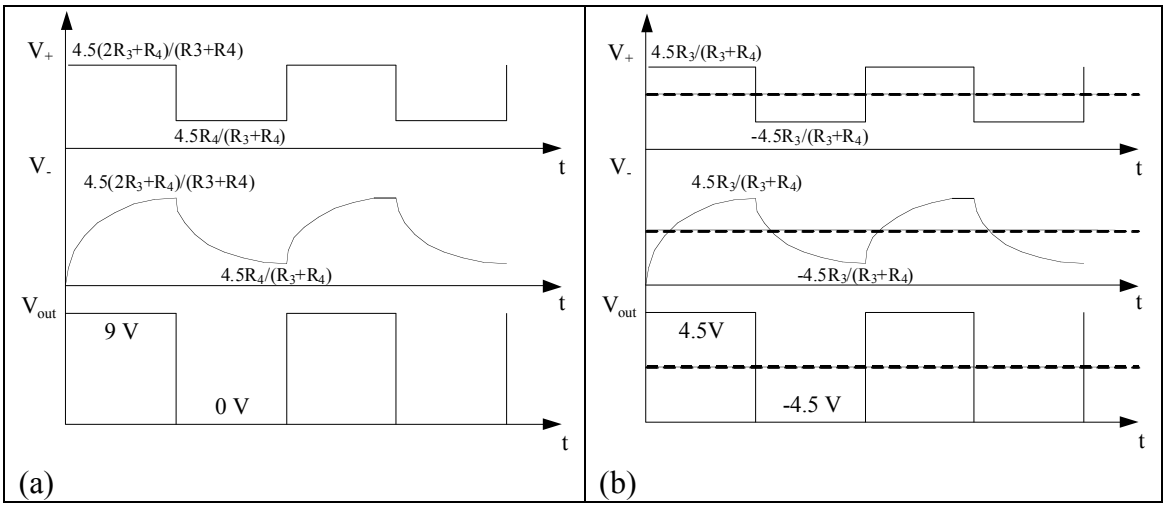

Figure 3. Waveforms of V_+, V_- and V_{out} (a) with reference of 0 V. (b) with reference of 4.5 V
Therefore, we see that the circuit is toggling between the two states, and the output voltage is either 4.5 V or -4.5 V, which forms a periodic square wave. To understand the oscillation function better, we draw wave forms at V_+, V_- and V_{out} on the same scale as shown in Figure 3(b). It's clear that the threshold voltages of output high and low are $4.5 \times \dfrac{R_3}{R_3 + R_4}$ V and $-4.5 \times \dfrac{R_3}{R_3 + R_4}$ V. Go back to the original circuit with reference at 0 V. We just need to add a DC offset 4.5 V to all the result and waveforms as shown in Figure 3 (a). The threshold voltages changes to $4.5\dfrac{2R_3 + R_4}{R_3 + R_4}$ and $4.5\dfrac{R_4}{R_3 + R_4}$.
B. Human eyes can differentiate frequency smaller than 30 Hz. So we need to make the oscillator frequency in the range 1 ~ 30 Hz. In order to express the frequency in terms of R3, R4 and R5 and C3, let's do some calculations based on the analysis in the above section. Since the two threshold values are symmetric as shown in Figure 3, we know that the duty cycle of the square wave is 50% (half period 9 V and half period 0 V). The period of the square wave is decided by the capacitor charging time constant R5×C3. Let's use the rising half period of V- in Figure 3(a). Since this is a first order RC circuit, the rising part can be express as: